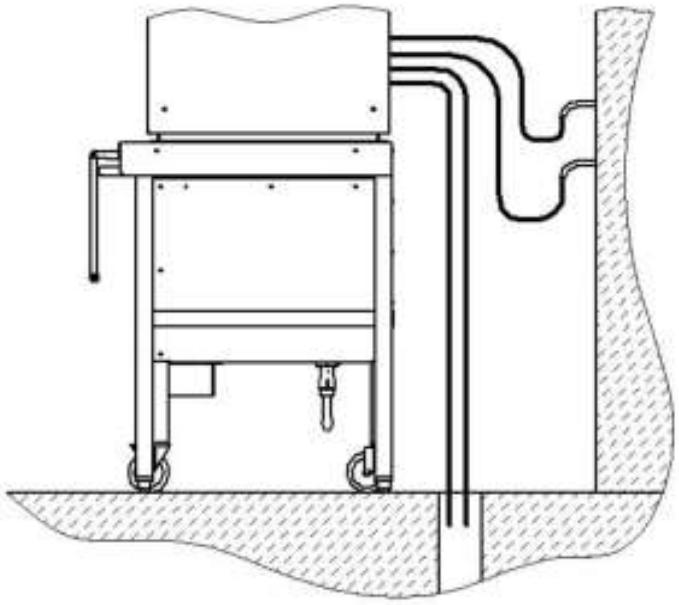

Рис. 5 Схема подключения льдогенератора
- установить льдогенератор на накопитель льда. Для льдогенераторов ЛГ-400Ч-01, ЛГ-400Ч-02 и ЛГ-620Ч-01, ЛГ-620Ч-02 использовать бункер-накопитель Б-400 или бункер-накопитель БН-2-100. Льдогенератор должен фиксироваться на бункере-накопителе двумя болтами из комплекта поставки моментом затяжки 26±1,5 Н·м (2,7±0,15 кгс·м). Схема монтажа показана на рис. 5. Положение льдогенератора должно быть горизонтальным, в случае необходимости отрегулируйте высоту и устойчивое положение изделия с помощью регулируемых ножек бункеров;
- подключить изделие к системе водоснабжения. Льдогенератор подключается к системе водоснабжения через штуцер с резьбой G 3/4" для подачи поды на испаритель и через штуцер под шланг с внутренним диаметром 12 мм для подачи воды на охлаждение конденсатора (для ЛГ-400Ч-01, ЛГ-620Ч-01) (рис. 5). Для дополнительной фиксации шланг крепить к штуцеру хомутом. Подсоединение шлангов подачи воды должно проводиться через краны для экстренного прекращения подачи воды на охлаждение конденсатора и испаритель в случае необходимости.
- подключить изделие к системе канализации через штуцер слива воды с ванны и штуцер охлаждения конденсатора под шланг с внутренним диаметром 12мм (для ЛГ-400Ч-01, ЛГ-620Ч-01) и штуцер для слива талой воды с бункера (для бункера Б-400) (рис. 5). Убедиться, что сливные шланги находятся ниже, чем выходы на задней панели льдогенератора и основания бункера, чтобы вода могла стекать.
ВНИМАНИЕ! Необходимо организовать разрыв струи, обеспечив воздушный промежуток не менее 20 мм между концом сливного шланга и краем принимающей трубы (см. рис. 5).